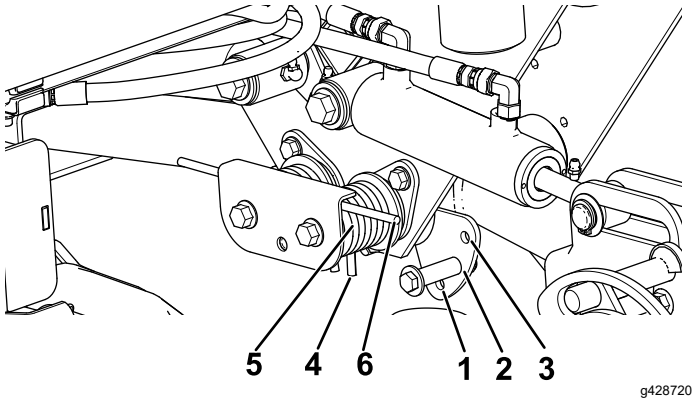

Figur 45
För att ändra till nedåttryckskonfigurationen måste hakplattan tas bort för att de två fjädrarna ska kunna växlas från ena sidan, och den korta delen av fjädern måste nu resas mot den övre kanten av spärren (Figur 45).
2. Sätt i ett rör eller liknande i den långa fjäderänden för att minska fjädrarnas spänning under justeringen (Figur 45).
3. När du minskar fjäderspänningen ska du ta bort skruven och låsmuttern som håller fast fjäderdonet på fästet (Figur 45)